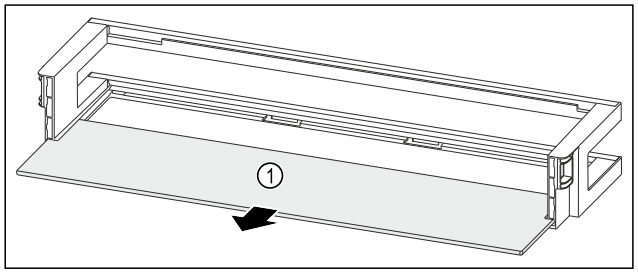

Fig. 207 Raft montat pe ușă cu raft
▶ Extrageți raftul *Fig. 207 (1)*.